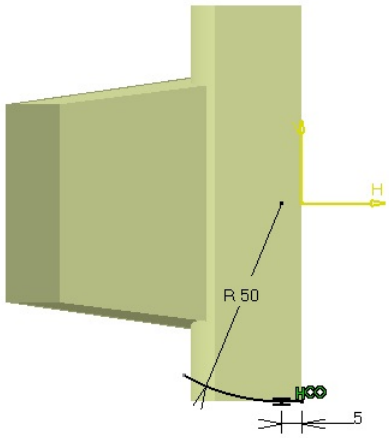

Figure 11-78 *Sketch drawn*
17. Draw the sketch, as shown in Figure 11-78, and exit the **Sketcher** workbench.